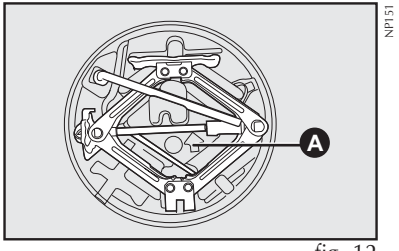

fig. 12
14) Colocar o macaco no suporte das ferramentas **fig. 12**, encaixando de modo a evitar vibrações, ou que se solte durante a marcha;
16) Colocar o suporte das ferramentas e o triângulo de segurança nos locais apropriados. O porta-ferramentas deve ser colocado com a seta **A-fig. 12**, apontada para o sentido de marcha do veículo (frente);